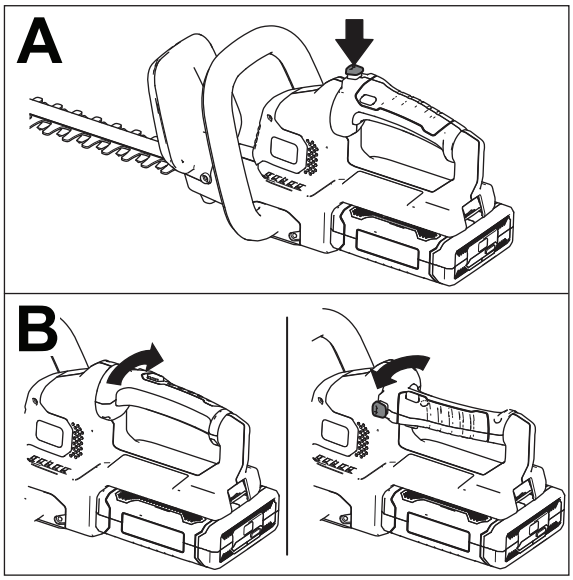

Figura 5
1. Mantenga pulsado el botón de bloqueo de la rotación (Figura 5, A).
2. Rote la empuñadura 90° a la izquierda o a la derecha dependiendo del sentido de corte deseado, luego suelte el botón de bloqueo de la rotación para bloquear la empuñadura en la posición deseada (Figura 5, B).